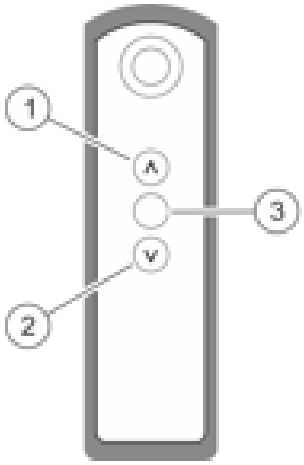

Fig. 14 : Émetteur radio portatif (exemple d'illustration)
- Pour allumer l'éclairage d'ambiance : appuyez sur le bouton HAUT (Fig. 14/1).
- Pour éteindre l'éclairage d'ambiance : appuyez sur le bouton BAS (Fig. 14/2).
- Plus clair : maintenez le bouton HAUT enfoncé (Fig. 14/1).
- Plus sombre : maintenez le bouton BAS enfoncé (Fig. 14/2).
- Prérégler la luminosité : maintenez l'interrupteur enfoncé (Fig. 14/3).